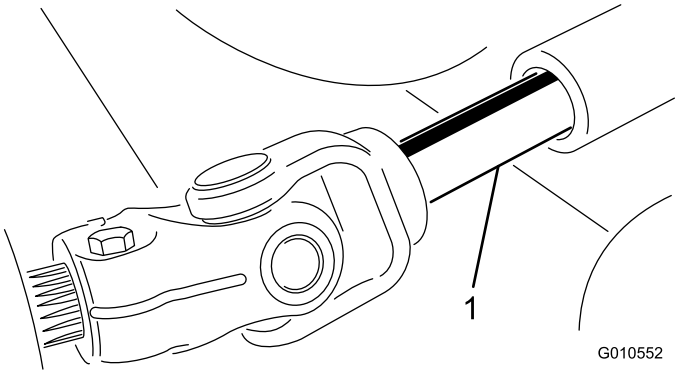

Figura 3
5. Arrestate il motore e allontanate l'elemento di taglio dal trattorino, separando le sezioni maschio e femmina dell'albero della presa di forza (Figura 3).